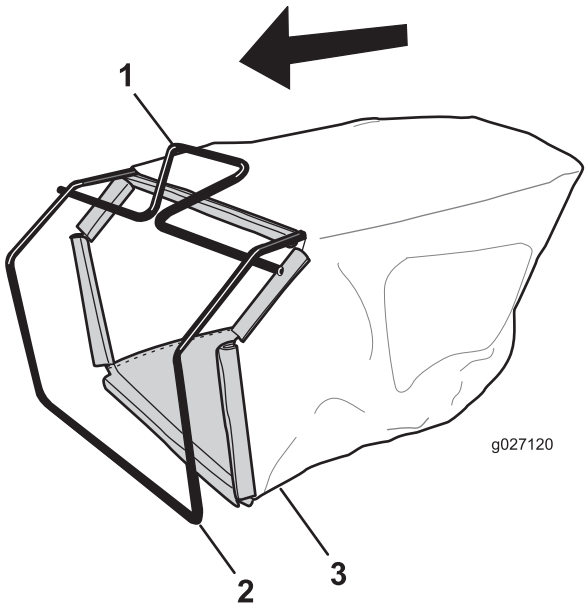

Figura 7
1. Infilate il cesto di raccolta sopra il telaio come illustrato in Figura 7.
Nota: Non infilate il cesto sopra la stegola (Figura 7).